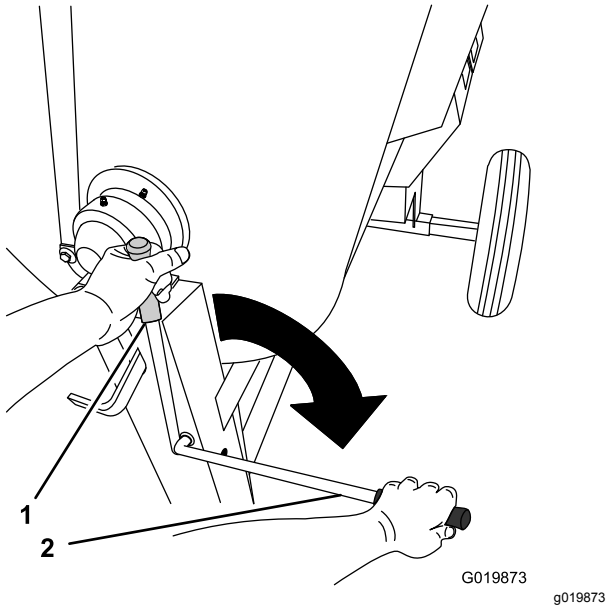
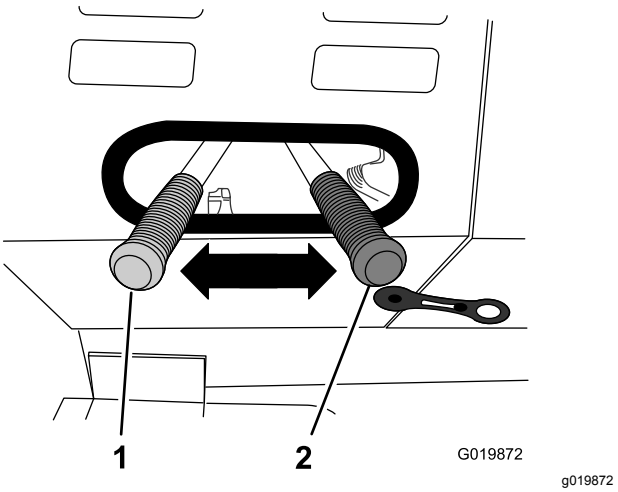

Figure 35
Figure 36
2. Move the clutch lever to the OFF position (Figure 35 or Figure 36).
5. Move the clutch lever to the ON position (Figure 35 or Figure 36).